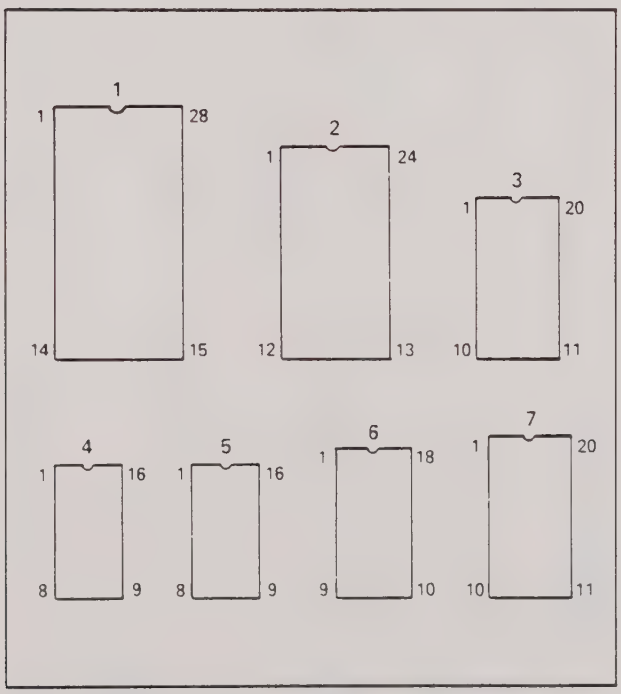
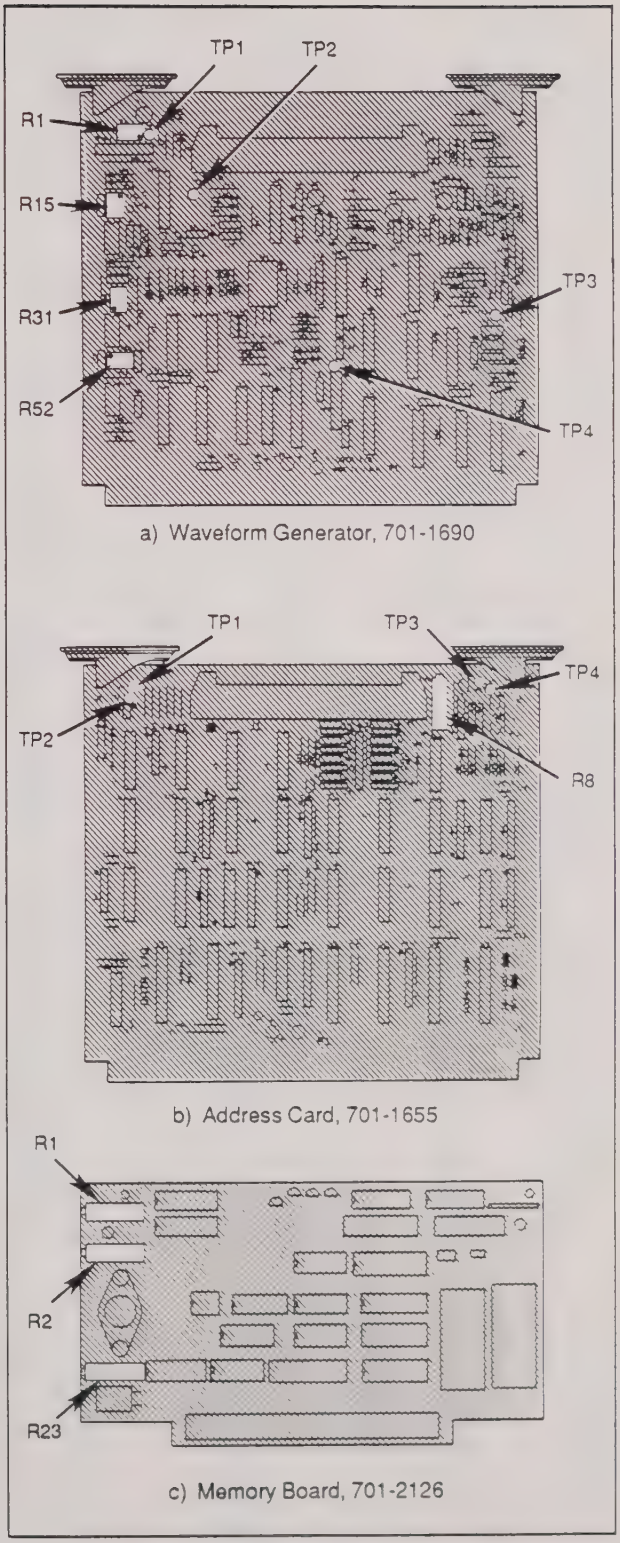

Figure 4-7. Pin Numbers of Device Sockets
Figure 4-8. Adjustment Locations
- Take measurement readings at the device sockets or test points indicated on the measurement chart (table 4-3); figure 4-7 shows the pin numbers for the sockets; figure 4-8 shows test points; and figure 4-9 shows the device pin names by pinout code numbers.
- The adjustment pots on the waveform generator, memory board, and the address card enable you to make adjustments when your measurements do not match the measurement chart; figure 4-8 shows the location of these adjustment points.